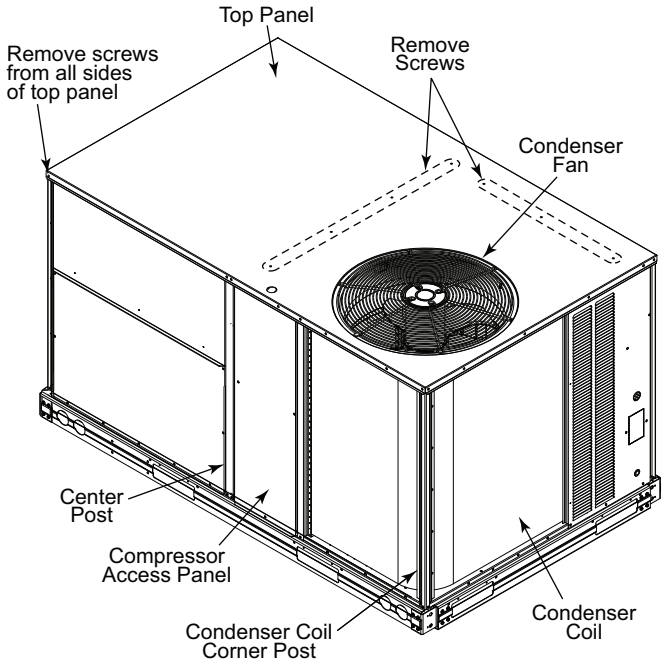

**Fig. 13 — Location of Screws and Coil Corner Post**
2. Remove all screws from the top panel except the screws securing the condenser fan to the top panel (see Fig. 13).